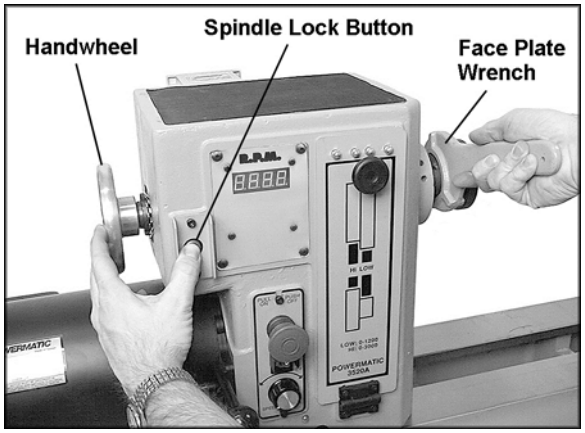
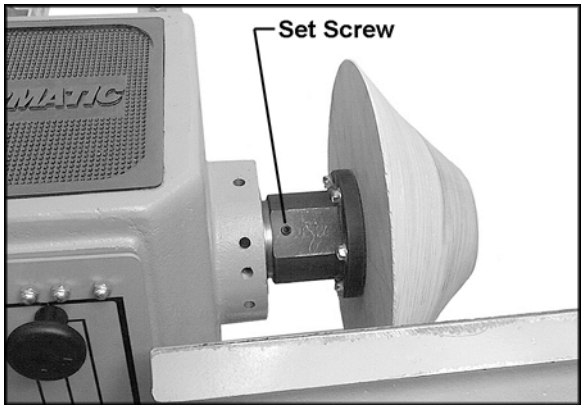

Figure 21
Figure 22
3. Push in the spindle lock button (Figure 21) and rotate the handwheel slightly until the spindle locks. Keep the spindle lock button pushed in.
WARNING **If at any time you will be *reversing* spindle rotation, make sure the two set screws in the face plate are tight! One of these is shown in Figure 22. Failure to do this may cause the face plate to loosen from the headstock spindle.**
5. To *remove* the face plate, loosen the two socket set screws (Figure 22). Engage the spindle lock button and turn the face plate counterclockwise with the face plate wrench, as shown in Figure 21.
WARNING **When turning with a face plate, make sure both set screws on the face plate are tight (see Figure 22) before reversing the spindle. Failure to comply may cause the face plate to spin loose from the spindle.**